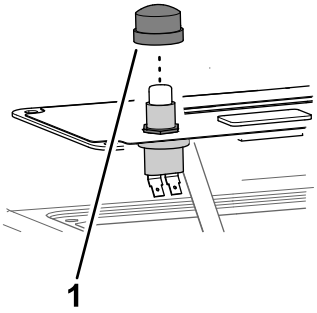

Figura 6
4. Installare il coperchio del pulsante sull'interruttore (Figura 6).